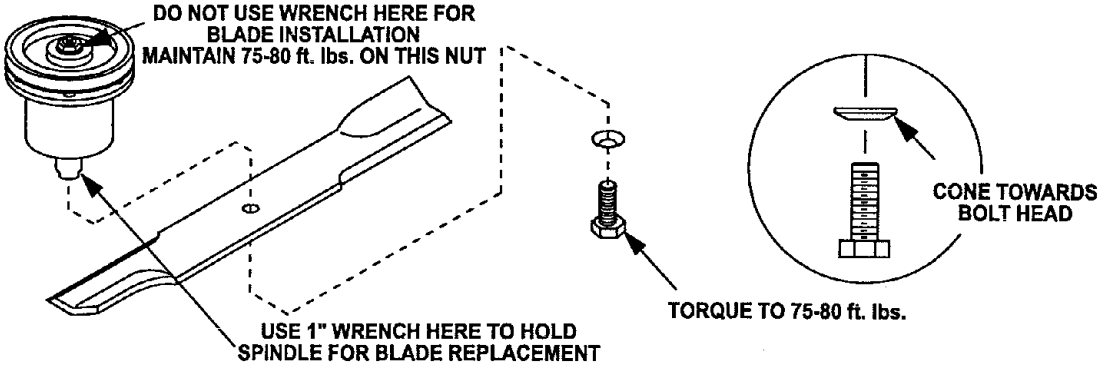

FIG. 9
g) Re-install the blades (if they were removed) and torque blade bolts to 75-80 ft. lbs. Be sure the spring disk washer cone is installed toward the bolt head (See Figure 9).